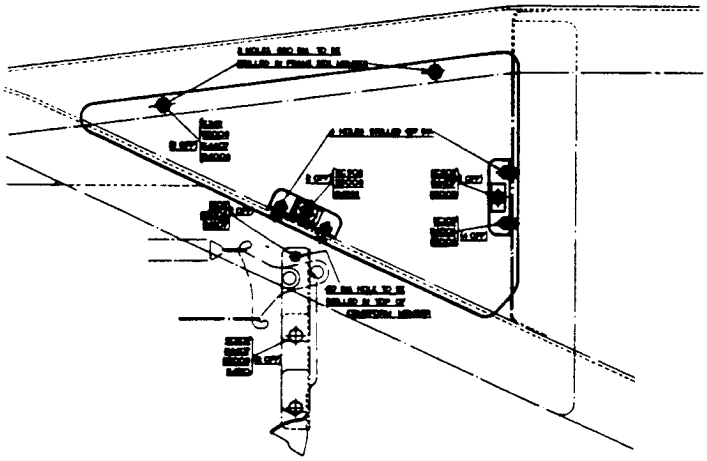

FIG. 1. FITTING OF UNDERSHIELD.
4. Offer up the new undershield from below the chassis and cover the triangular gap formed by the frame side member and cruciform member forward of the battery container. Mark off the relative positions for the two bolt holes in the lower flange of the frame side member, also for the two supporting brackets as shown in Fig.1. Drill the two 0.250" dia. bolt holes in the frame side member.
7. Offer up the baffle plate with its flanges towards the engine, forward of the servo unit, and mate the head of the leading rivet securing the spring clip to the top of the cruciform with the radiused slot cut in the top flange of the plate. Mark off the relative position for the 2-BA bolt hole in the top of the cruciform as shown in Fig.1. Drill accordingly.